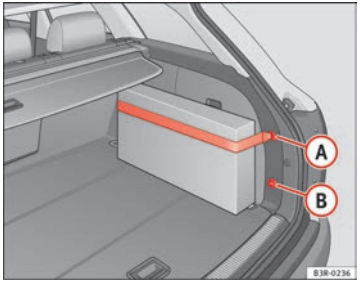

Fig. 117 Retaining strap attached to right-hand side lining
– Hook the retaining strap into housing (A) or (B) ⇒ Fig. 117.